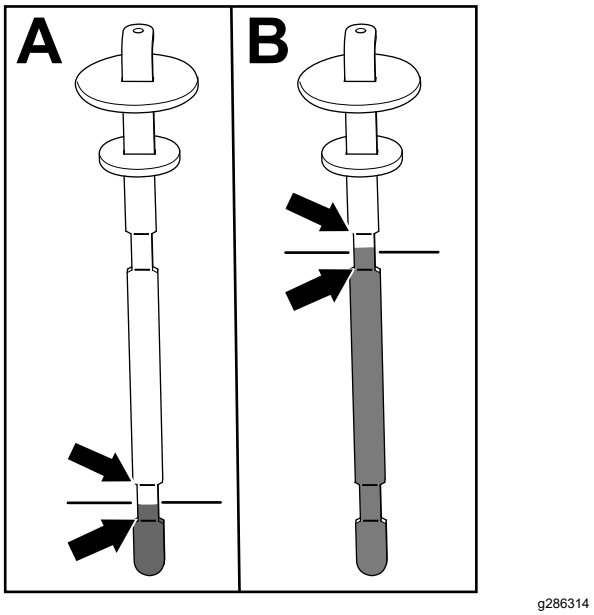

Figur 80
5. Ta bort oljestickan och kontrollera oljenivån (Figur 80).
- **Vid förekomst av klippenhet:** hydraulvätskenivån är lämplig när vätskan ligger mellan de två nedre markeringarna på oljestickan (A i Figur 80). Det är också acceptabelt att vätskenivån ligger över de lägre markeringarna.
- **Om utrustad med extra hydraulsats:** hydraulvätskenivån är lämplig när vätskan ligger mellan de två övre markeringarna på oljestickan (B i Figur 80).